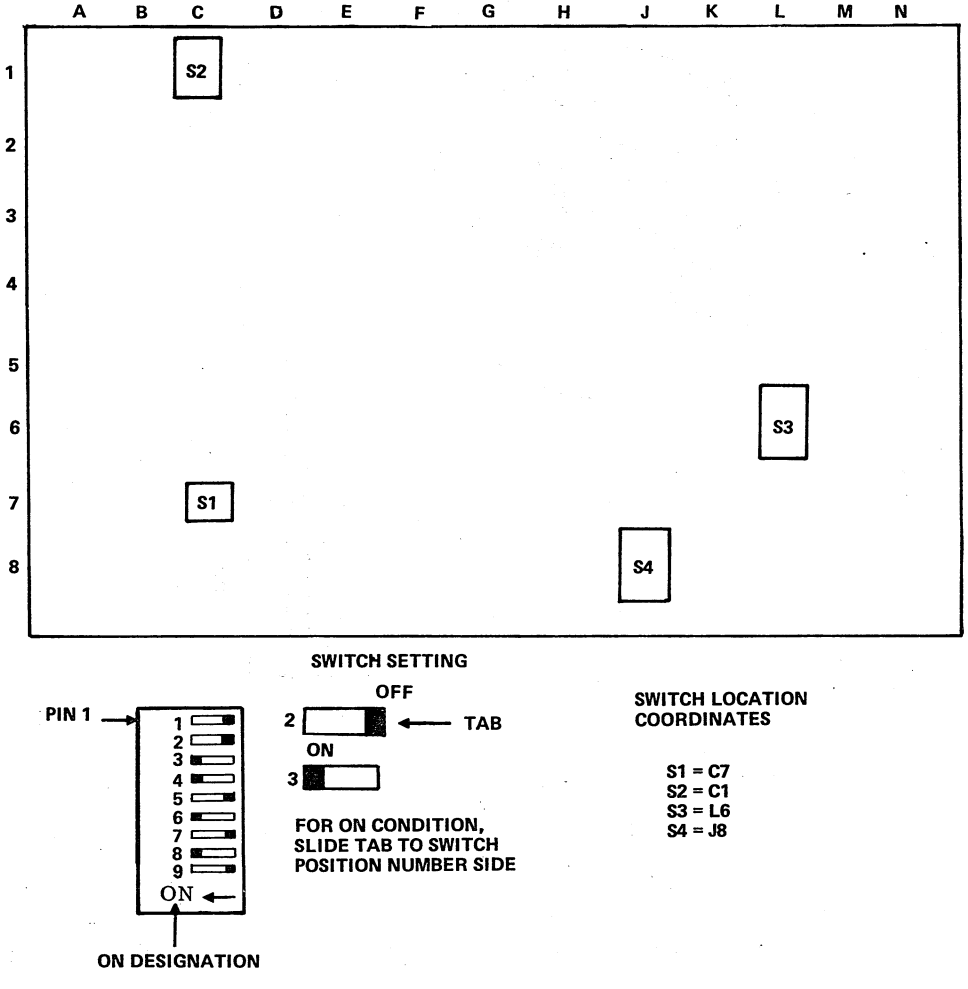

Figure 18-8. Printer Interface Switch Locations
2. Remove the printer interface PWA, 7PC5, from the logic rack. Set the interface switches (figure 18-8) to the positions specified in figure 18-9. The table switch settings represent the standard factory settings for test operations. Before closing the printer cabinet, ask the customer about his particular needs and set the switches accordingly (if other than standard). Reinstall the PWA in the logic rack.